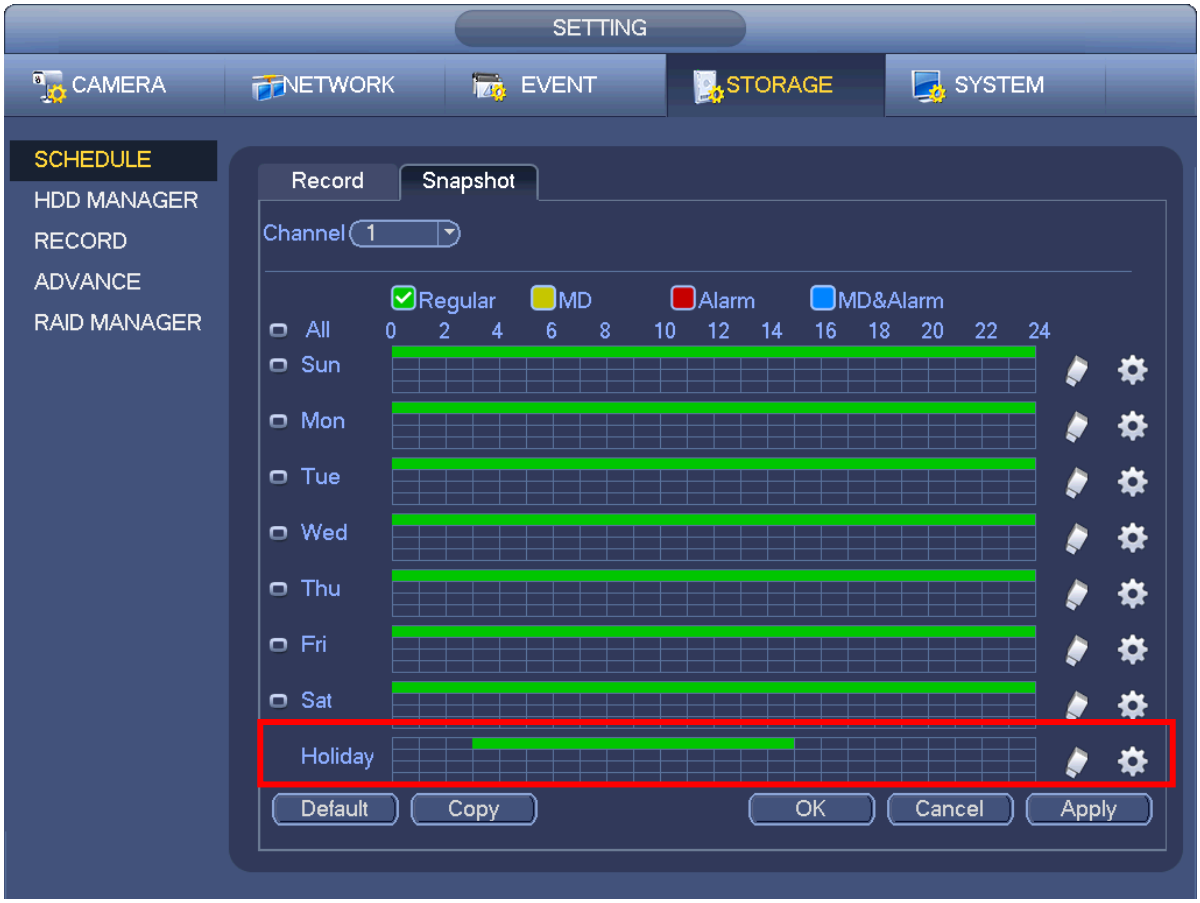

Figure 4-80
d) From Main menu->setting->Storage->schedule, you can go to schedule interface. See Figure 4-80. Now you can set period and record type of holiday time. Please refer to chapter 4.10.2.1 for detailed setup information.
From Main menu->Setting->Storage->Schedule, you can go to schedule interface. See Figure 4-80. Click Holiday item to set snapshot period.